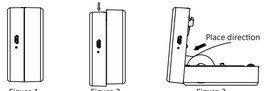

Figure 1 Figure 2 Figure 3
- Place Pooli as shown in figure 1, and look at the arrow.